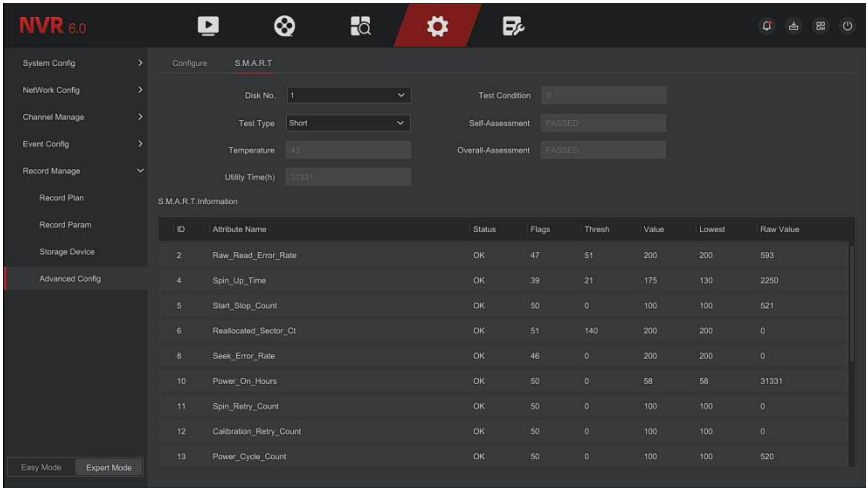

Figure 5-120
Step 1: In the main menu, choose " Config →Expert Mode→Record Manage →Advanced Config→S.M.A.R.T" to enter S.M.A.R.T interface, as shown in Figure 5-120 below.